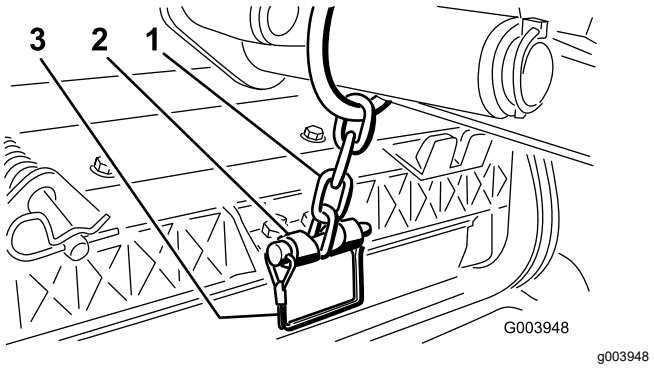

Figur 19
14. Fastgør løftearmskæden til kædebeslaget med låsestiften (Figur 19).